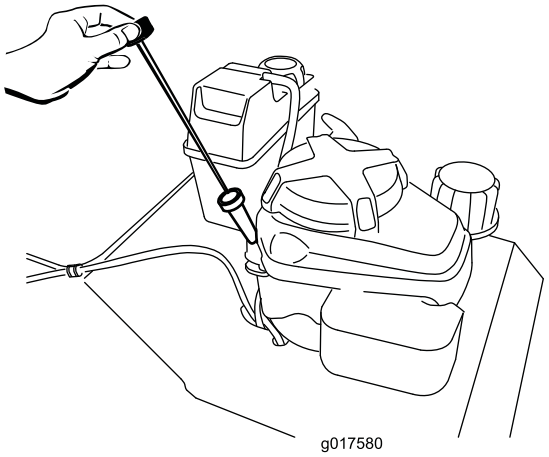

Figure 7
2. Nettoyez la surface autour de la jauge (Figure 7).